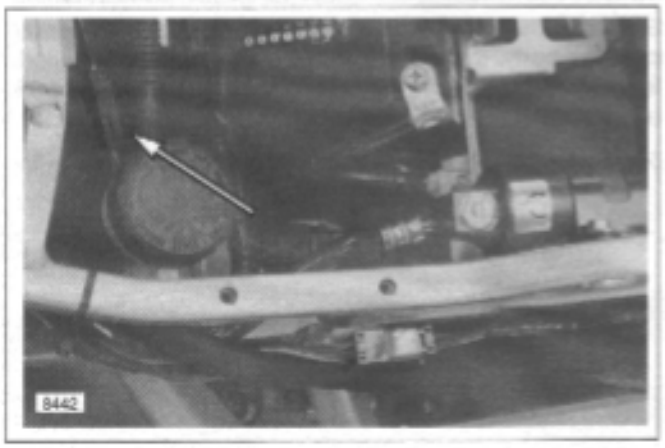

Figure 2-43. Brake Line Switch Connector
6. See Figure 2-43. Disconnect brake light connector located under the seat.
a. If removed, attach remote reservoir (1) to frame using clamp fastener (2). Tighten to 48-72 **in-lbs** (5.4-8.1 Nm).
b. Attach hose (3) to rear brake reservoir using clamp.
5. See Figure 2-43. Connect brake line switch connector under seat.